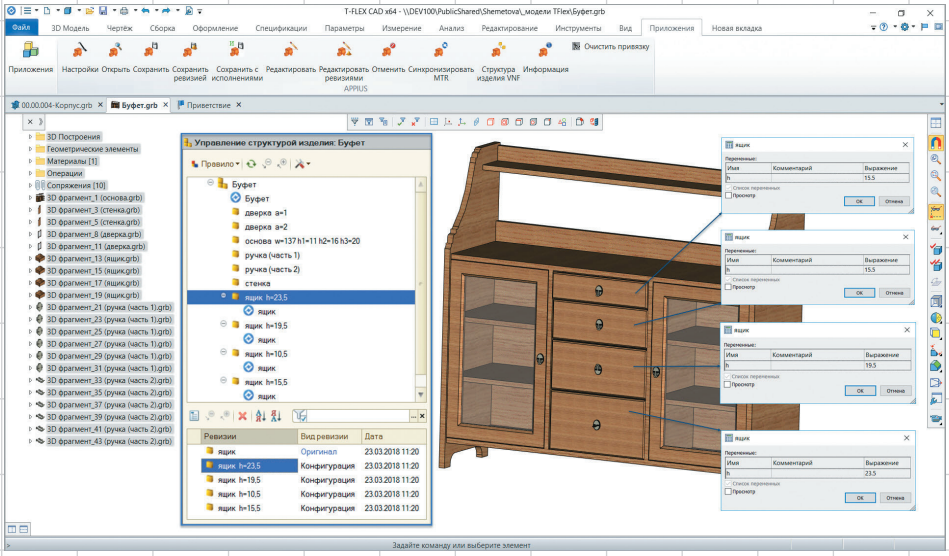

Рис. 6. Загрузка конфигураций параметрических моделей в Appius-PLM
- возможность работы с параметрическими моделями и построением на основе параметров конфигураций элементов ЭСИ. На рис. 6 показан пример параметрической модели «Ящик», которая входит в состав изделия в количестве четырех штук с разным значением высоты.